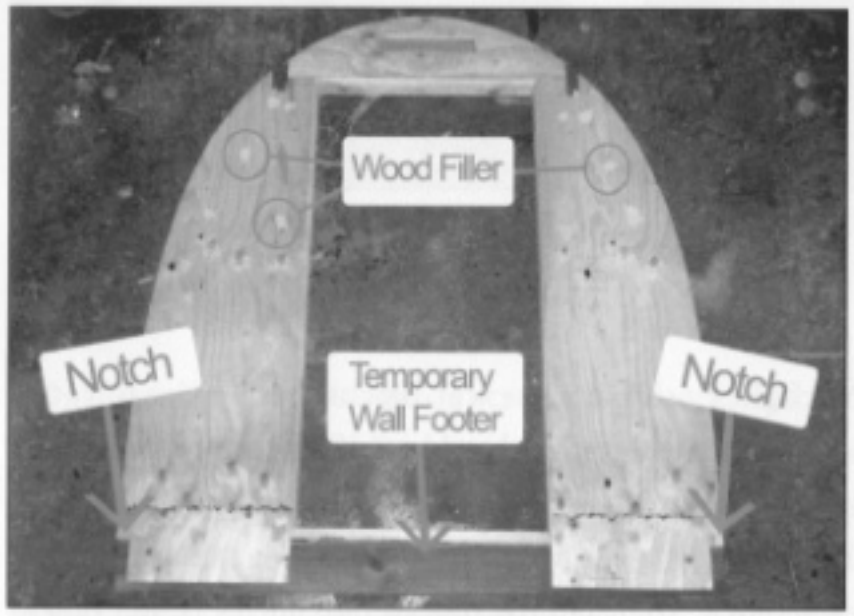

Figure 3. Front wall with attached exterior wall panels
(4) Attach the exterior paneling (½" plywood) with screws or a nail gun, then use screws with washers to fasten the footer to the bottom of the wall (**fig. 3**). This temporary piece makes it easier to move and stand the wall up while working on it (see construction details on page 62). Cut a notch (dimensions: 1¾"X 5¾") from each corner of the exterior wall panels only (**fig. 3**).
(5) Flip the wall over so the exterior panel is facing the ground and insert insulation in the frame.
(6) Fasten the interior panel (¼" plywood) onto the frame with an air stapler to enclose the wall insulation.
(7) If desired, use wood filler to repair any imperfections or nail holes in the plywood (see **fig. 3**). Sand the wood filler and apply a stain and sealer to the wall surfaces.